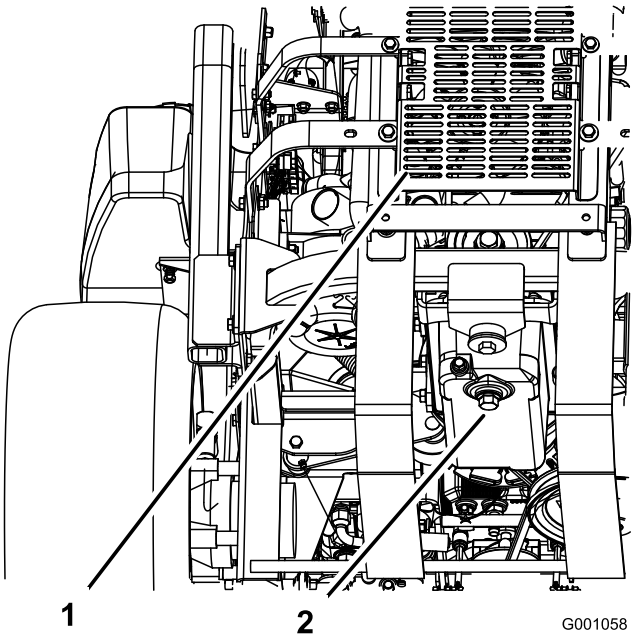

Figur 34
5. Ställ ett kärl under avtappningsröret. Ta bort avtappningspluggen och låt oljan tömmas ut helt (Figur 34).